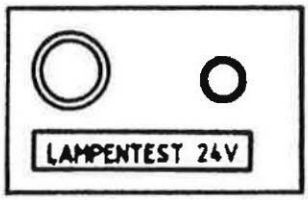

fig.60
2.2 Op het tableau is bovenaan (onder de druktoetsen van de tableauverlichting) een lampentest-apparaat voor het testen van de lampjes aangebracht (fig.60).